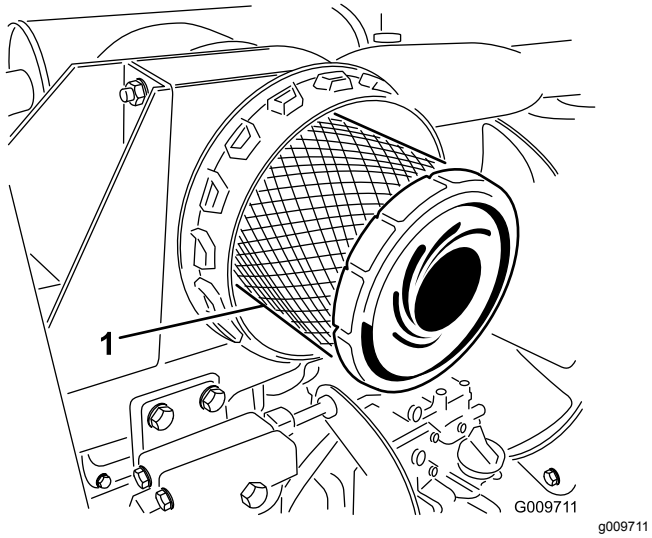

**Figuur 51**
4. Verwijder en vervang het voorfilter (Figuur 51).